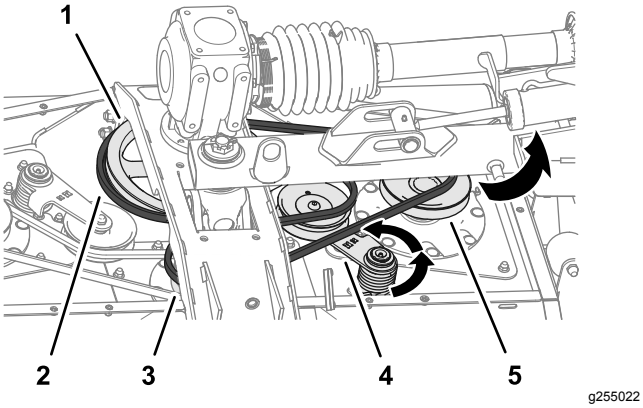

Figur 59
2. Använd en kofot eller ett liknande verktyg för att rotera den långa remmens remspännare motsols och dra av remmen från spännlocksremskivan (Figur 59).
3. Dra av den långa remmen från drivremskivan, mittspindelremskivan och den högra spindelremskivan (Figur 59).